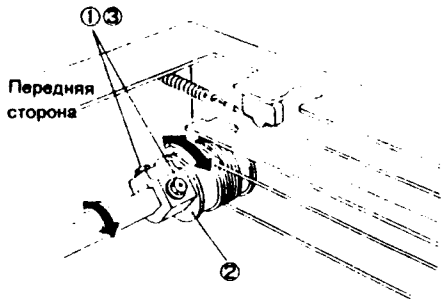

Рис. 4 NZM-0068
1. (Рис. 4): Подведите выступы каретки половинного хода к переднему и заднему блокам A.
①. Ослабьте винты (2) переднего шкива ведущего валика.
②. Отрегулируйте каретку, поворачивая шкив или вал ведущего валика.